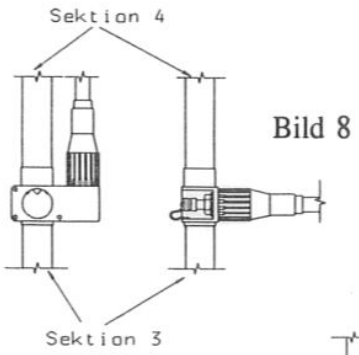

Bild 8
4. Två antenner skruvas ihop. Antennorna skruvas fast på var sitt fäste. Masten skiljs över tredje sektionen, räknad från foten. Antennfästet med monterad antenn träs på och masten skarvas åter ihop, bild 8.